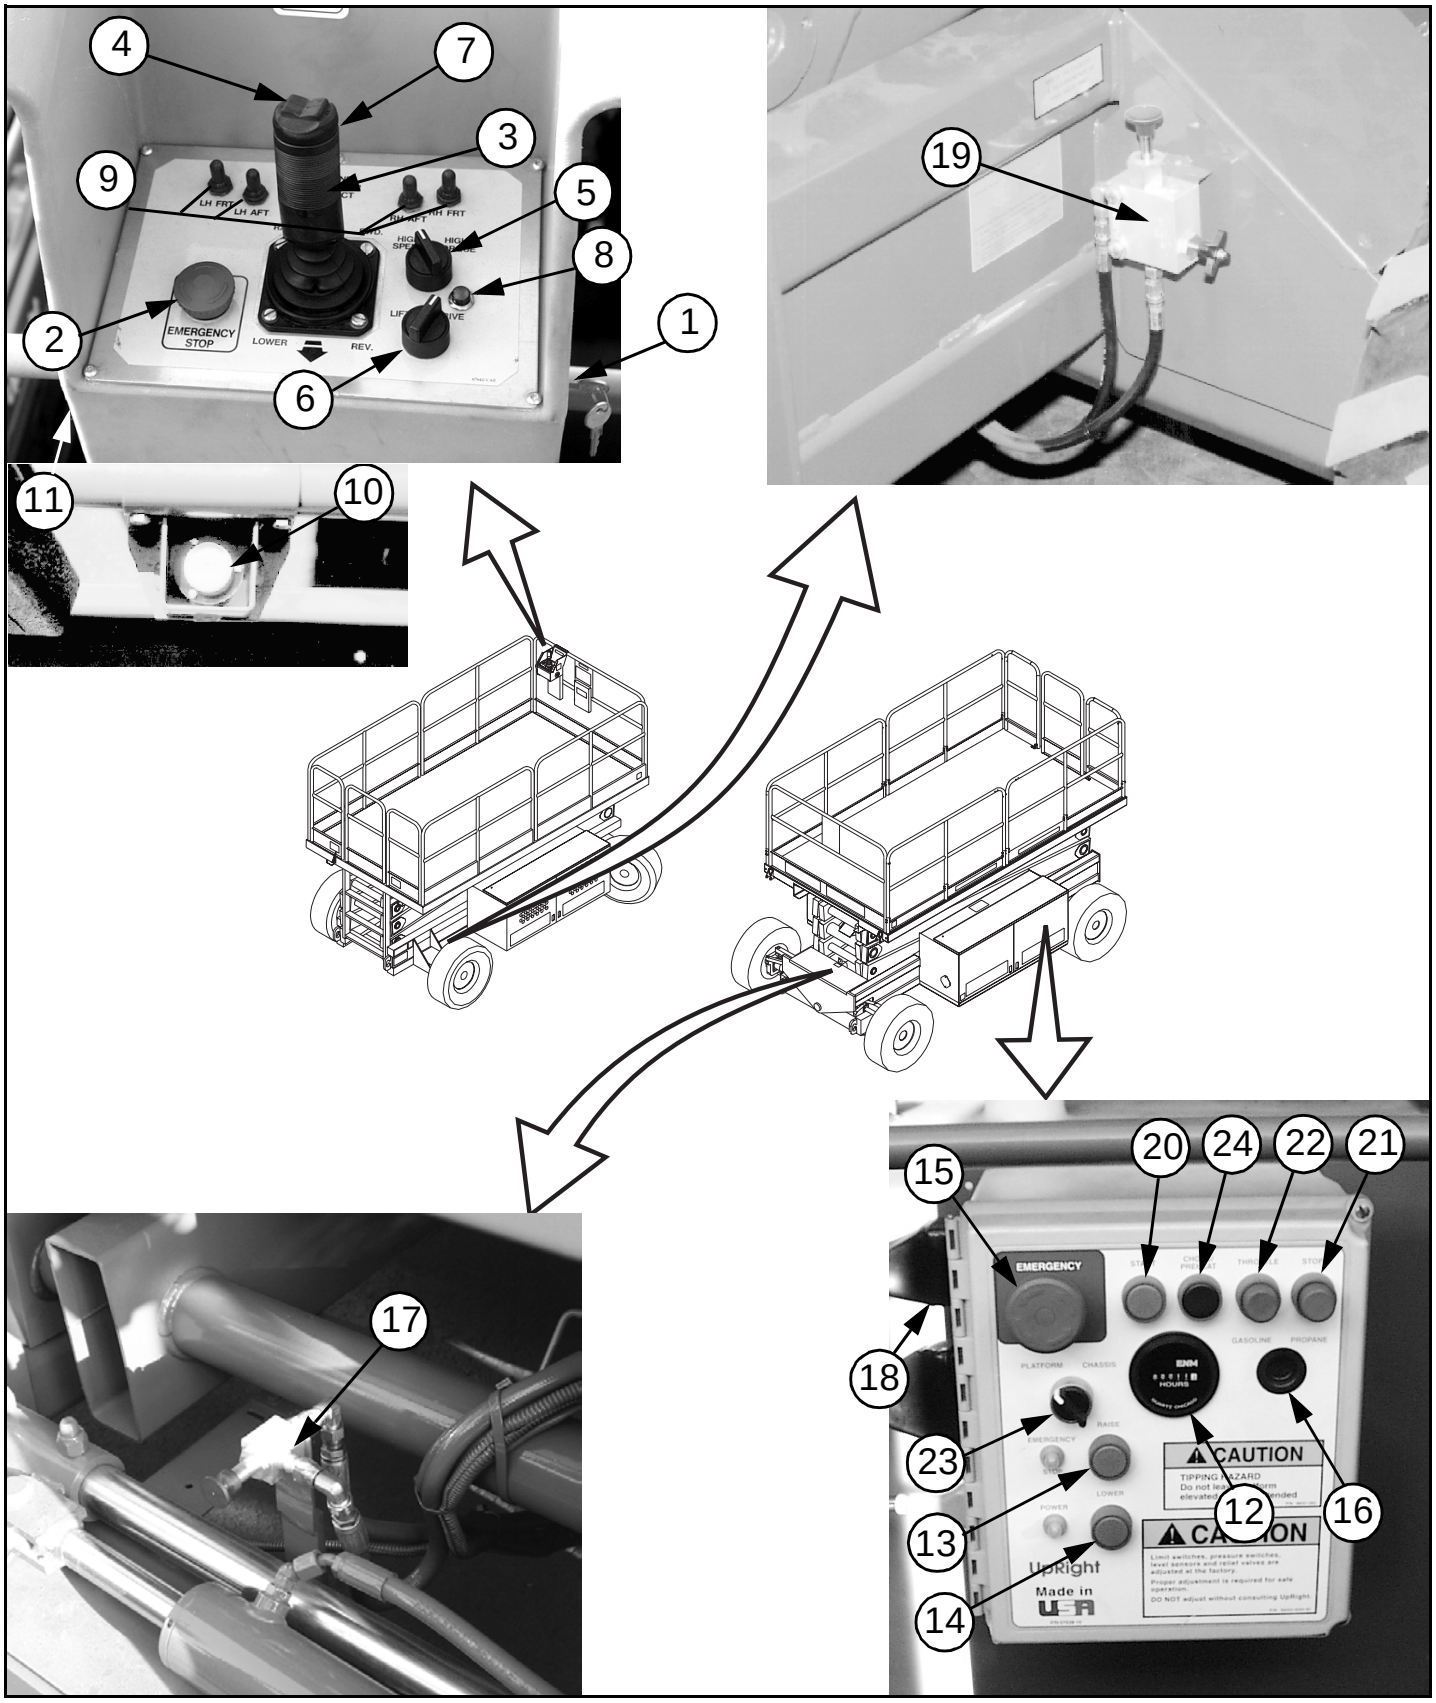

Figure 2-3: Controls & Indicators
The controls and indicators for operation of the LX50 Work Platform are shown in Figure 2-3. The name and function of each control and indicator are listed in Table 2-1. The index numbers in Figure 2-3 correspond to the index numbers in Table 2-1. The operator shall know the location of each control and indicator and have a thorough knowledge of the function and operation of each before attempting to operate the unit.
3. While observing the bubble level on the front guardrail, (Figure 2-3), extend the outrigger opposite the position of the bubble until the platform is level. For example: if the bubble is to the front and left in the orbit, extend the rear right outrigger. Continue to adjust until the bubble is centered in the small circle indicating that the platform is level.